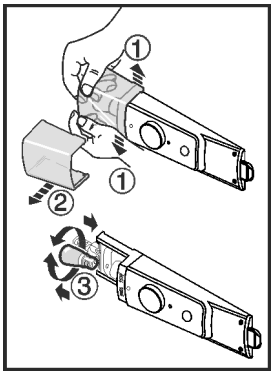

Fig. 14
▶ Extindeți apărătoarea lămpii dinspre interior, conform figurii, în partea din față *Fig. 14 (1)* și extrageți-o în lateral *Fig. 14 (2)*.
▶ Înlocuiți lampa. *Fig. 14 (3)*